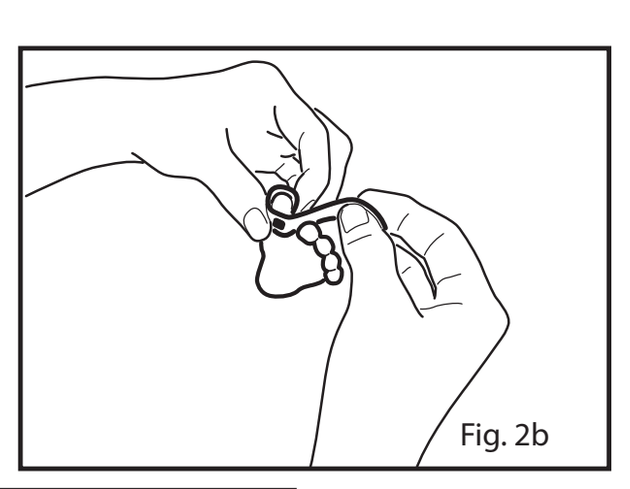

Fig. 2b
2. Consulte la **Fig. 2b.** Envuelva la banda adhesiva alrededor del dedo gordo/pulgar de modo que el emisor quede colocado sobre el lecho ungueal (no en la punta de la uña). Es necesario que la ventana del detector quede completamente cubierta para garantizar la obtención de datos precisos.